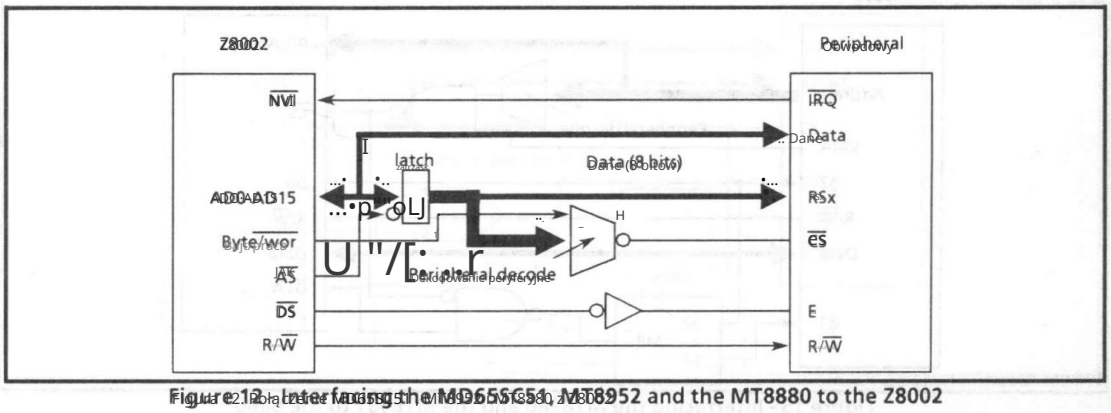

Figure 12 - Interfacing the MC6655G51, MT8952 and the MT8880 to the Z8002
d) The Z8002 $\overline{DS}$ signal is the equivalent of the 8086/88 $\overline{RD}$ and $\overline{WR}$ strobes. This signal can be inverted to form $\overline{E}$ (Figure 12) for Group 1 components.